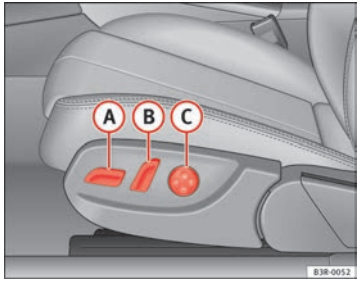
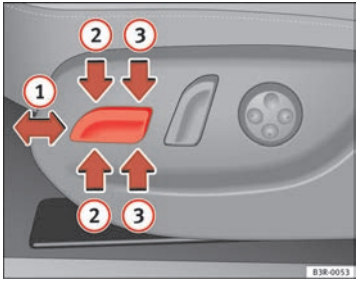

Fig. 107 Front seat: Adjuster controls
Fig. 108 Front seat: Seat adjustment switches
– Press switch (A) ⇒ fig. 107 forwards or backwards (1) ⇒ fig. 108 ⇒ ⚠.